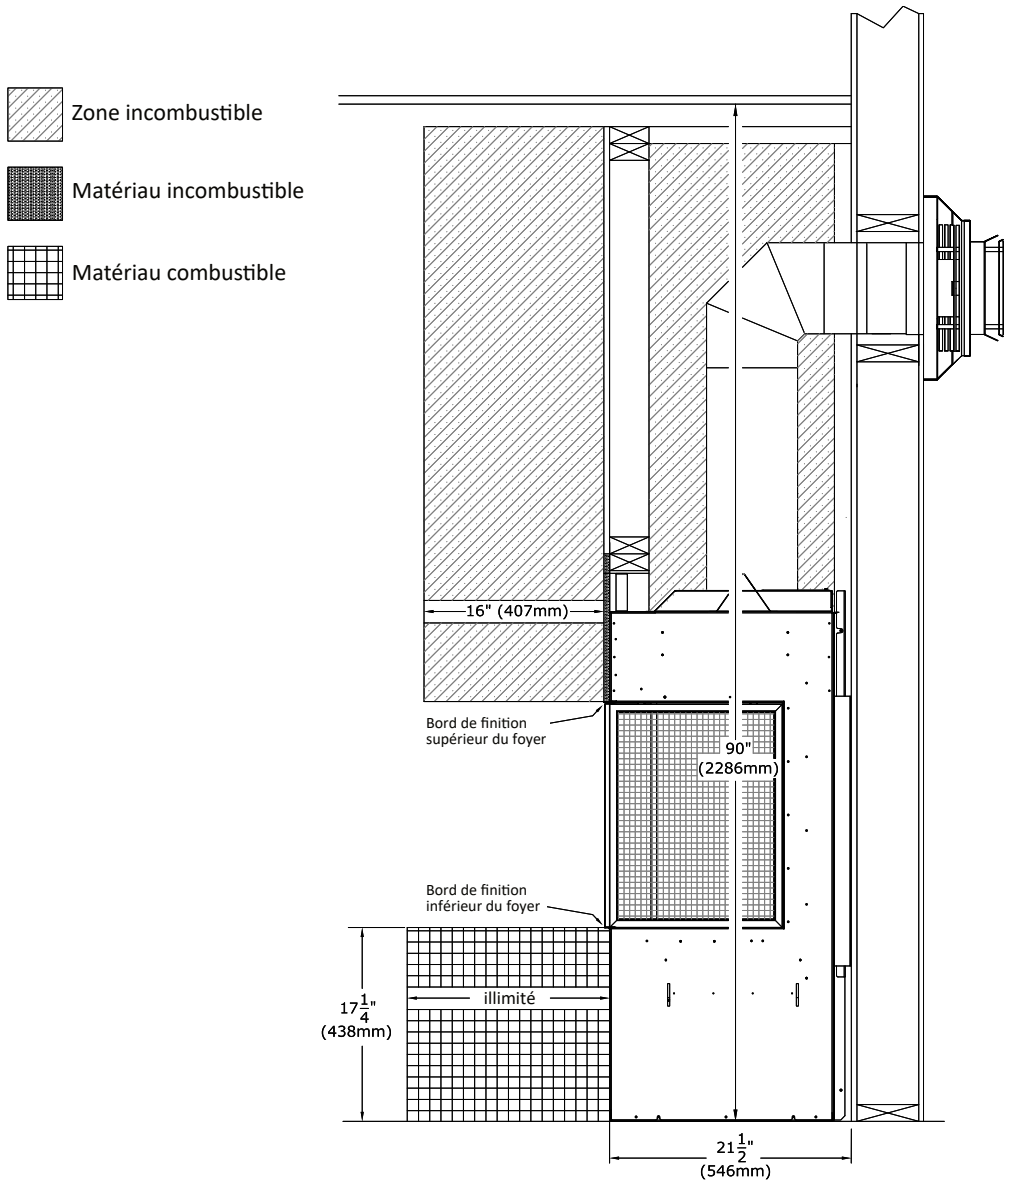

Figure 2.19 - Projections d'enceinte et de l'âtre à l'avant
- **Projection du manteau incombustible:** Un manteau incombustible ayant 16 po (406 mm) de projection maximum peut commencer à 0 po (0 mm) des bords de finition supérieurs et latéraux situés à l'avant et au coté du foyer. Voir les Figures 2.19 et 2.20.
- **Projection d'enceinte incombustible:** Une enceinte de foyer en matériaux incombustibles ayant une projection maximum de 16 po (406 mm) peut être installée à 0 po (0 mm) des bords de finition supérieurs et latéraux situés à l'avant et au coté du foyer. Voir les Figures 2.19 et 2.20.
La Figure 2.19 montre une projection d'enceinte incombustible de 16 po (406 mm) à l'avant du foyer avec cavité ventilée. L'ouverture de sortie d'air chaud au haut de l'enceinte du foyer doit maintenir ses dimensions d'ouverture pour l'option de votre choix, pour toute l'enceinte et la projection d'enceinte du foyer. La projection de 16 po (406 mm) en matériau incombustible s'applique aussi à une projection au côté du foyer.